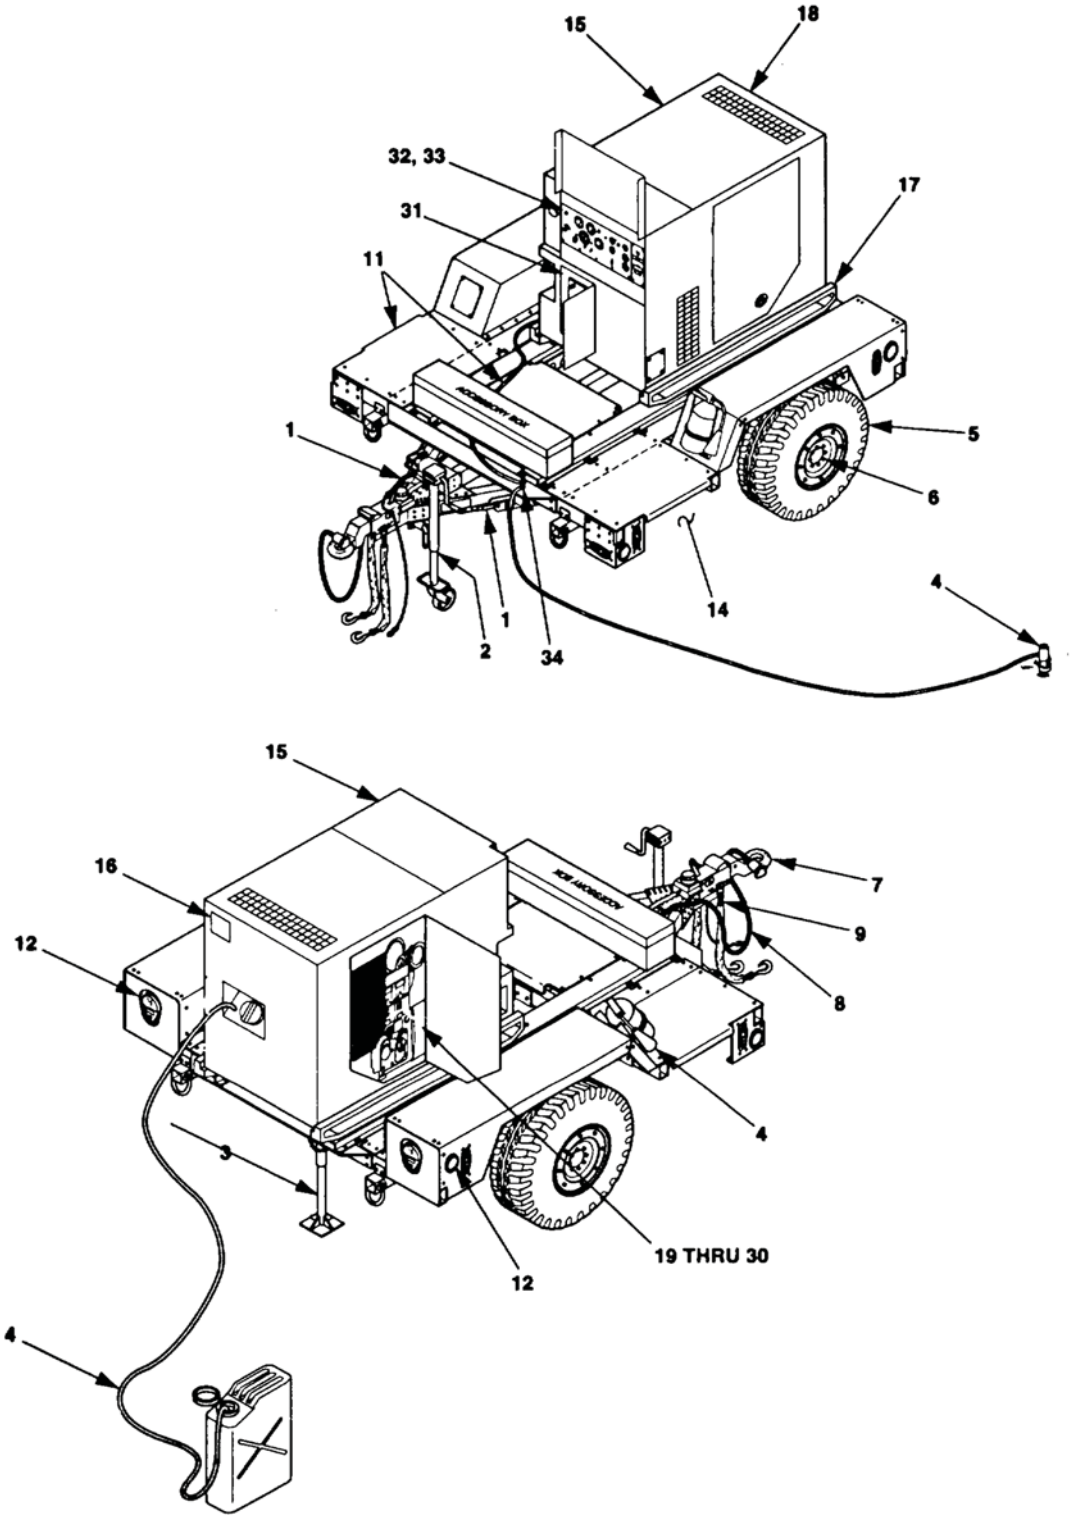

Figure 3. Power Unit Operator (PU-798A and PU-799A) PMCS Routing Diagram.
- Figure 3 is for PU-798A and PU-799A